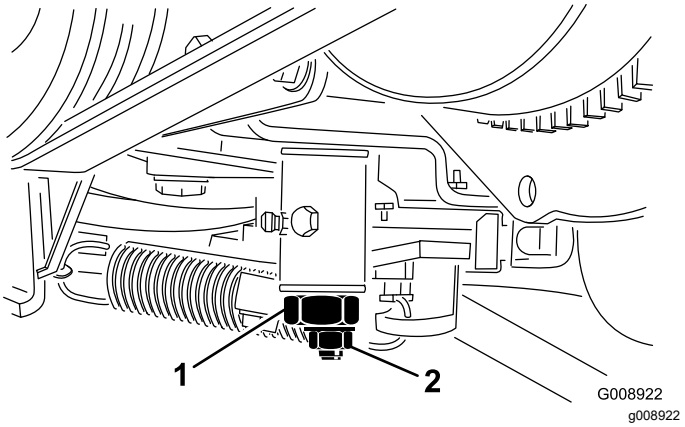

**Figur 60**
3. Lossa låsmuttern på hjuldrivningens justeringskam (Figur 60).